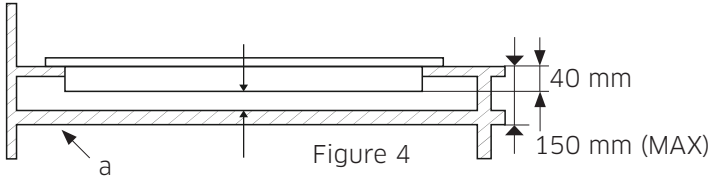

Figure 4
6. If the cooktop is to be mounted on a cabinet or openable drawer, a heat protection panel having 150 mm (max.) minimum opening should be mounted under the cooktop. (see figure 4 in page 8)